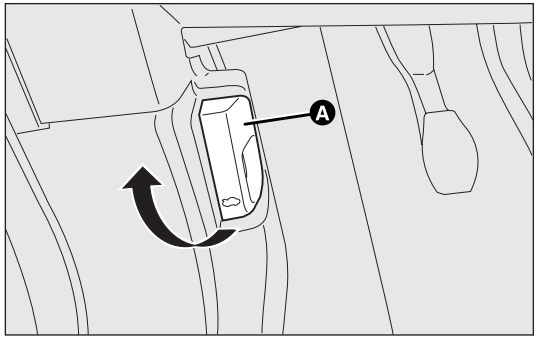

fig. 93 F0V0047m
- ❒ pull lever A-fig. 93 in the direction indicated by the arrow;